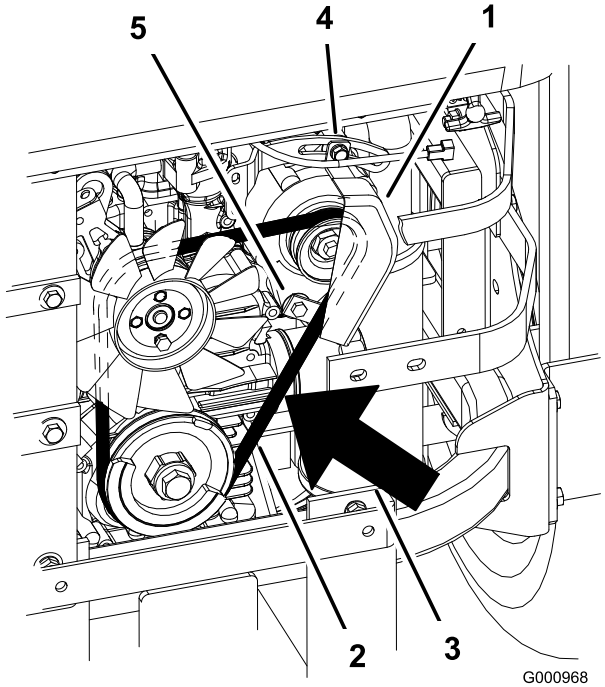

Figuur 66
2. Beweeg de wisselstroomdynamo naar buiten totdat de riem tussen de motor en de poelies van de wisselstroomdynamo een speling van 7–9 mm heeft als deze wordt ingedrukt met een kracht van 10 kgf (Figuur 66).
5. Als de speling correct is, draait u de onderste en bovenste bout vast (Figuur 66).